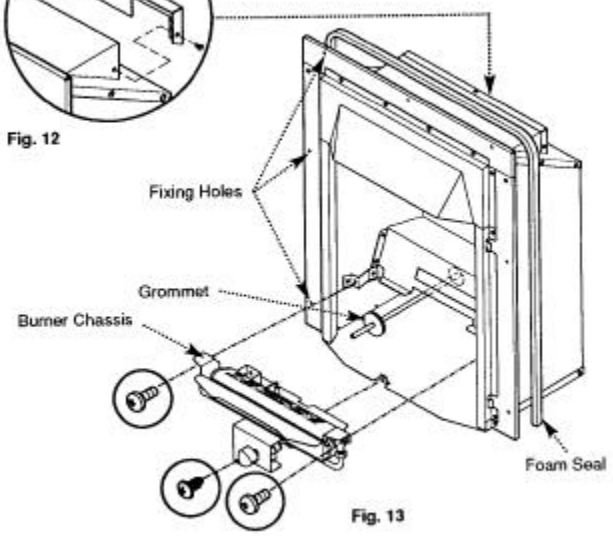

Fig. 13
a) With the fire pushed onto the fireplace opening in the correct level position, mark the four holes in the wall through the fixing holes in the firefront. Remove the fire, drill and plug the wall (Fig. 13).
4. Take the foam seal from the kit and remove it’s backing strip. Fit it to the rear of the fire frame ensuring the seal is applied in the correct position as to allow no spillage of products through the screw securing holes (Fig. 13).
6. Undo the three screws retaining the burner chassis to the combustion box sides and base. Withdraw the burner chassis from the fire and place to one side (Fig. 13).